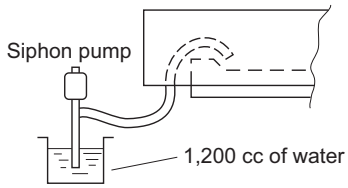

Fig. 2-183
(3) Pour about 1,200 cc of water into the drain pan using a siphon pump through the air outlet grille. (Fig. 2-183) Check the water flow through the transparent drain pipe and see if there is any leakage.
(4) When the check of drainage is complete, open the check pin (CHK) and remount the insulator.